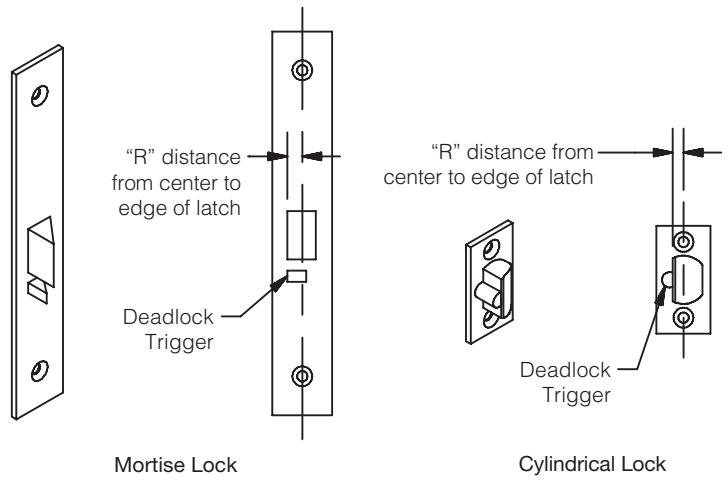
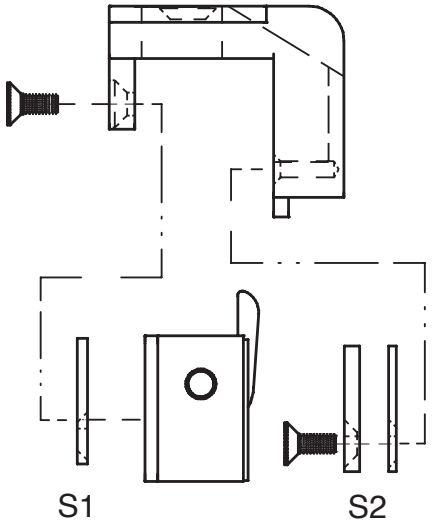

Fig. 1
Fig. 2
1. To determine if the Strike Shim positions need adjustment, measure dimension "R" (see Figure 1) from the center to the edge of the latch. When necessary rearrange Strike Shims according to the chart below. The "shipped as default" positions are illustrated in Figure 2.